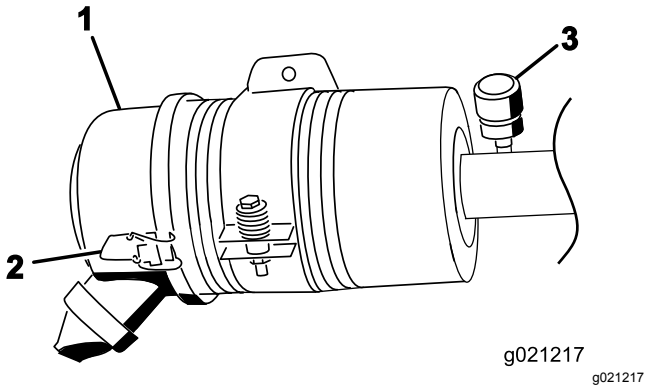

**Figur 72**
Utför service på luftrenarfiltret bara när serviceindikatorn anger att det krävs (Figur 72). Om du byter luftfiltret tidigare ökar det risken för att smuts kommer in i motorn när filtret tas bort.
1. Lossa spärrhakarna som fäster luftrenarkåpan på luftrenarhuset (Figur 72).